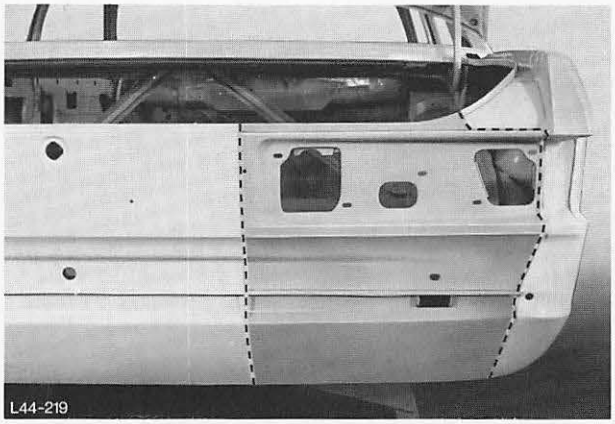

Abb. 234 Trennlinie für Rückwandblech mit Schürze – Teileinsatz
1. Rückwandblech mit Schürze entsprechend der Beschädigung austrennen, Abb. 234.